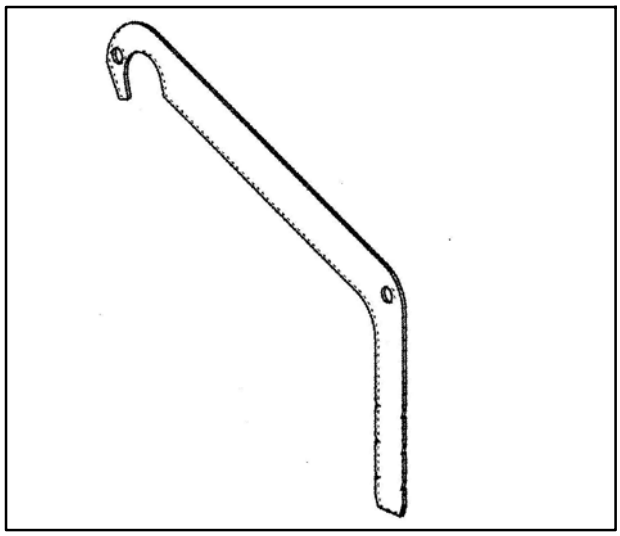

Fig. 159 Crochet de bobine
9. Sortir jusqu'en butée l'arbre à friction et la bobine montée en les faisant rouler à l'aide des crochets de bobine (Fig. 159).